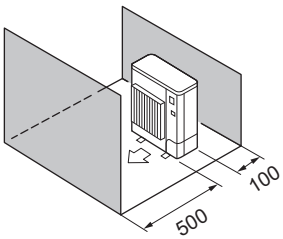

Fig. 2-11
⑤ Solo ostacoli anteriori e posteriori (Fig. 2-11)